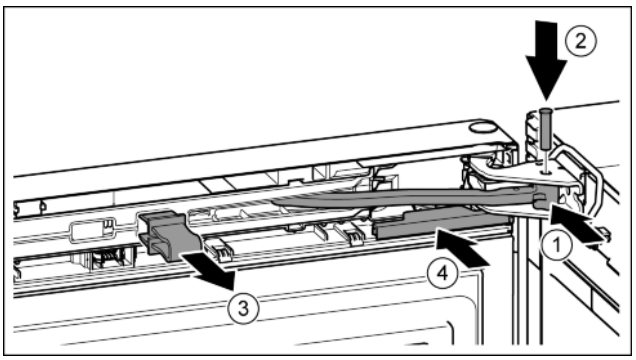

*Fig. 22*
- ▶ Turn the hinge in the bearing bracket. *Fig. 22 (1)*
- ▶ Insert the bolt in the bearing bracket and hinge. Make sure that the catch mechanism is sitting correctly in the groove. *Fig. 22 (2)*
▶ Remove the locking device. *Fig. 22 (3)*
▶ Slide on the cover. *Fig. 22 (4)*